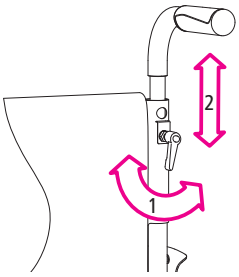

fig. 23
1. Allentare la vite della leva di blocco di due o tre giri (1, fig.23).
2. Portare ora la manopola all'altezza desiderata (2, fig.23)
3. Quindi, serrare nuovamente la vite di bloccaggio (1, fig. 23).